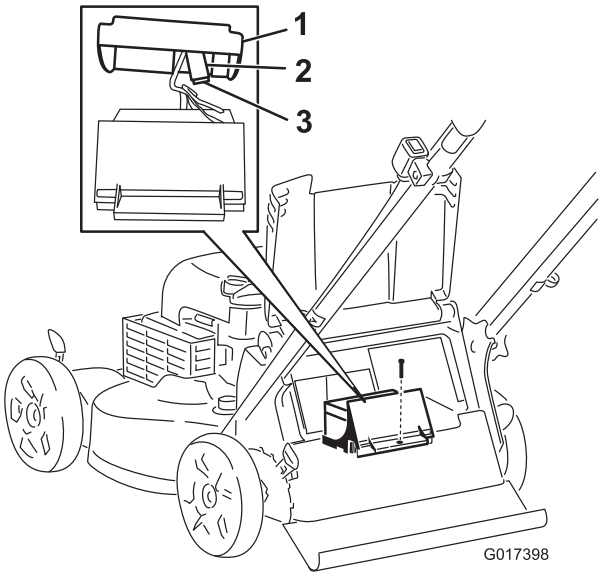

Bild 35
3. Entfernen Sie die Schraube, mit der das Batteriefach befestigt ist, ziehen Sie die Batterie heraus und finden Sie die Sicherung (Bild 35).
4. Wechseln Sie die Sicherung im Sicherungshalter aus (Bild 35).